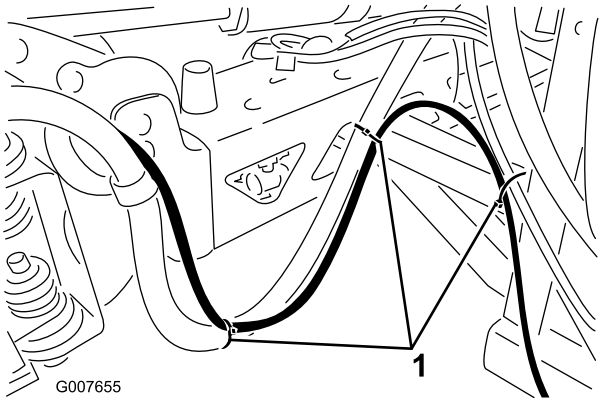

Figur 9
C. Fortsätt att dra slangen längs med rampens befintliga tillförselslang. Använd spännband i plast för att fästa slangen vid staget vid de ställen som visas i Figur 9.